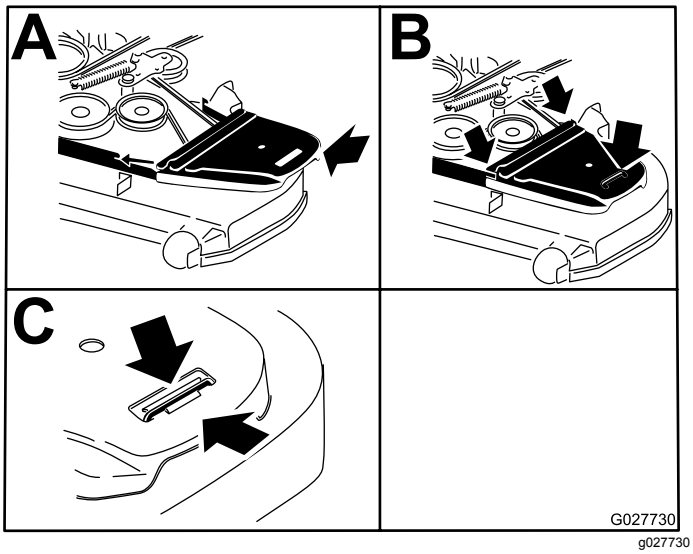

Figura 83
12. Instale las cubiertas de la correa (Figura 83).